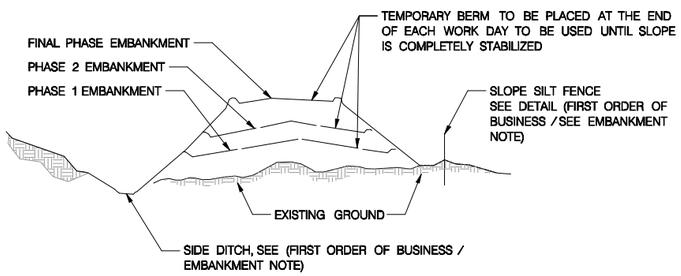

FIGURE 5 INCREMENTAL STABILIZATION – FILL
iv. CONSTRUCTION SEQUENCE: REFER TO FIGURE 5 (BELOW).
a. EXCAVATE AND STABILIZE ALL TEMPORARY SWALES, SIDE DITCHES, OR BERMS THAT WILL BE USED TO DIVERT RUNOFF AROUND THE FILL. CONSTRUCT SLOPE SILT FENCE ON LOW SIDE OF FILL AS SHOWN IN FIGURE 5. UNLESS OTHER METHODS ON THE PLANS ADDRESS THIS AREA.
i.THE APPROPRIATE PLANT HARDINESS ZONE (FROM FIGURE 5) AND ENTER THEM IN THE TEMPORARY SEEDING SUMMARY BELOW, ALONG WITH APPLICATION RATES, SEEDING DATES AND SEEDING DEPTHS. IF THIS SUMMARY IS NOT PUT ON THE PLANS AND COMPLETED, THEN TABLE 43 MUST BE PUT ON THE PLANS.